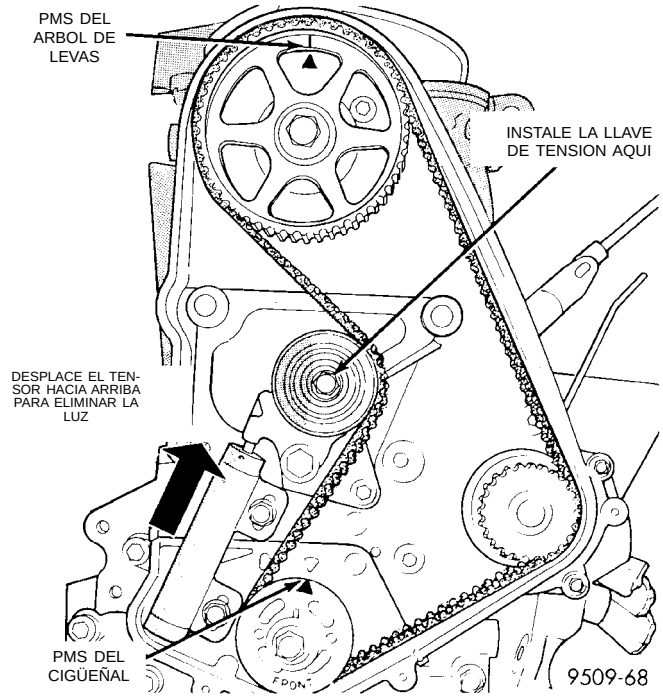

Fig. 53 Ajuste de la tensión de la correa de distribución
(9) Con una llave de tensión en la polea guía tensora, aplique una torsión de 28 N·m (250 lbs. pulg.) (Fig. 53).
(10) Con la torsión aplicada a la polea tensora, mueva el tensor hacia arriba contra el soporte de la polea tensora y apriete los dispositivos de fijación con una torsión de 31 N·m (275 lbs. pulg.) (Fig. 53).
(11) Tire del pasador del émbolo del tensor. La tensión es correcta cuando el pasador se puede retirar e instalar.
(12) Haga girar el cigüeñal 2 revoluciones y verifique el alineamiento de las marcas de reglaje (Fig. 53).
(13) Instale la mitad delantera de la tapa de la correa de distribución.
(14) Instale la ménsula del soporte del motor.
(15) Instale el soporte derecho del motor. Consulte el procedimiento descrito en esta sección.
(16) Retire el gato de debajo del motor.
(17) Instale el amortiguador del cigüeñal, utilizando el perno M12-1,75 x 150 mm (0,0687 x 13,95